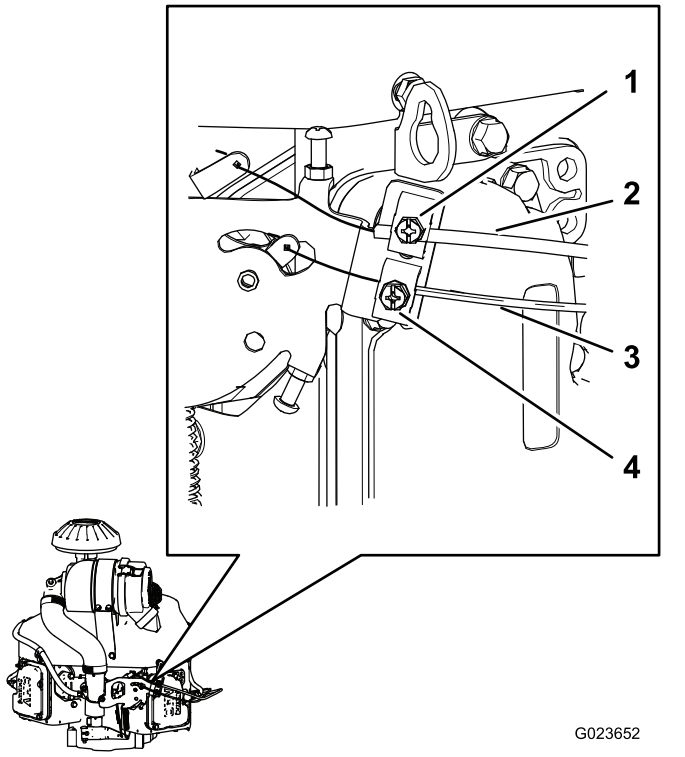

Figure 69
2. Loosen the clamp screw securing the throttle-cable housing to the engine (Figure 69).
4. Pull up the cable housing of the throttle cable (Figure 69) until the throttle cable has almost no slack, and tighten the clamp screw.
2. Loosen the clamp screw securing the choke-cable housing to the engine (Figure 69).
5. Pull up the cable housing of the choke cable (Figure 69) until the choke cable has almost no slack, and tighten the clamp screw.